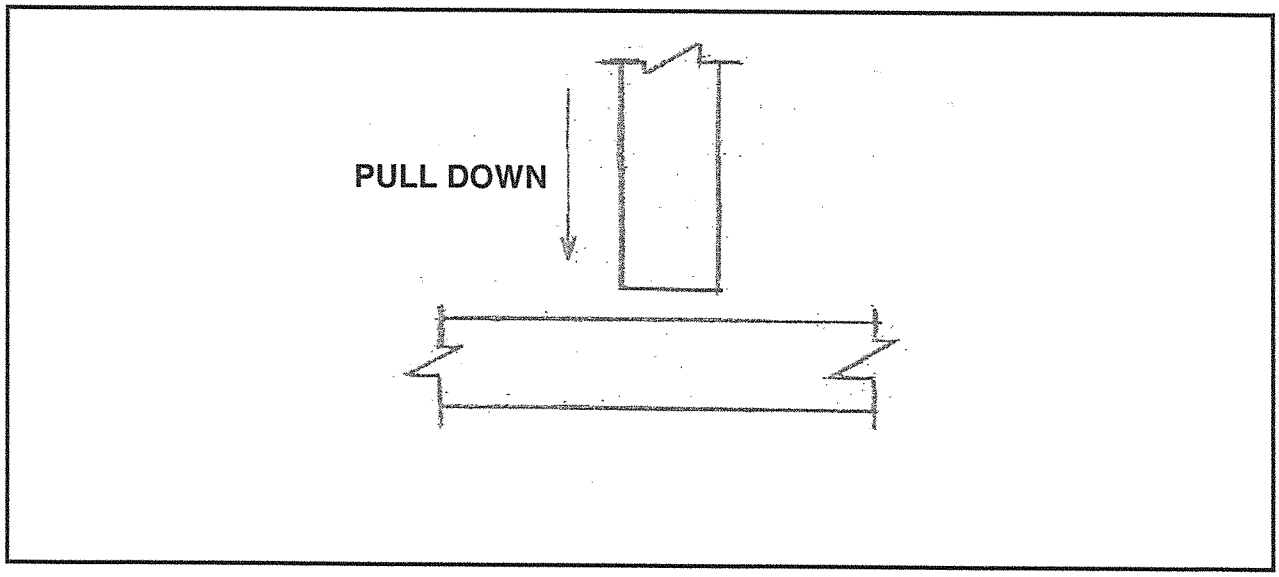

FIGURE 2
2.2 Briefly explain, with the aid of a freehand drawing, how to solve the assembly problem to pull the vertical plate down as shown in FIGURE 2, DIAGRAM SHEET 1 (attached). (3)